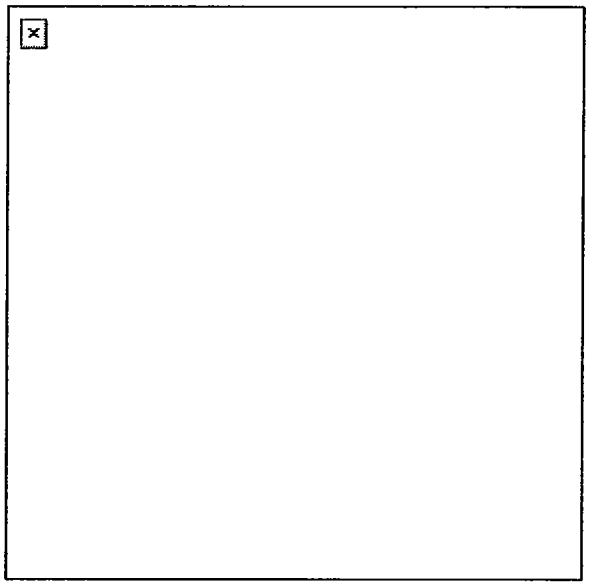

Figure 9. Low machine gun position.
b. Machine guns should be emplaced as low as possible, using loopholes behind shrubbery or under doorjambs. Basement windows can also be used. By placing the machine gun at a lower level, grazing fire is obtained (Figure 9).